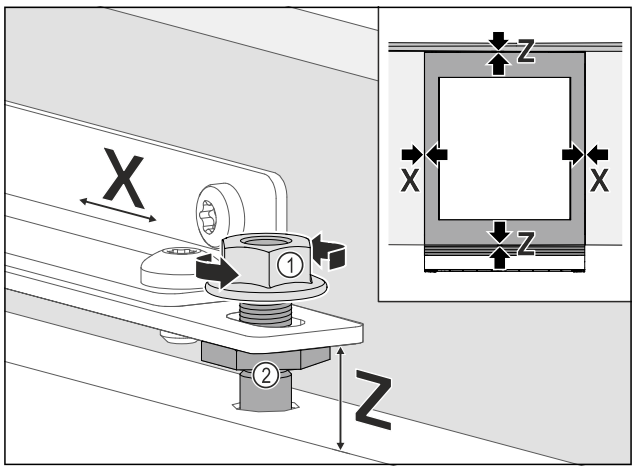

Fig. 104
▶ Alinear la puerta del mueble lateralmente: Aflojar la contratuerca *Fig. 104 (1)* y desplazar la puerta del mueble en la dirección **X**.
▶ Apretar la contratuerca *Fig. 104 (1)*.
▶ Alinear la altura **Z** y la inclinación lateral de la puerta del mueble: Ajustar los pernos de ajuste *Fig. 104 (2)*.